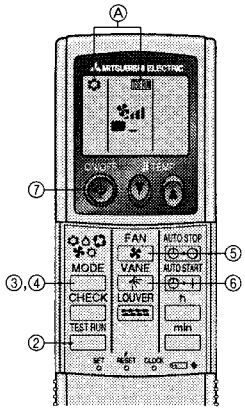

Fig. 7-1
7.2.1. Using wireless remote controller (Fig. 7-1)
① Turn on the power to the unit at least 12 hours before the test run.
② Press the TEST RUN button twice continuously.